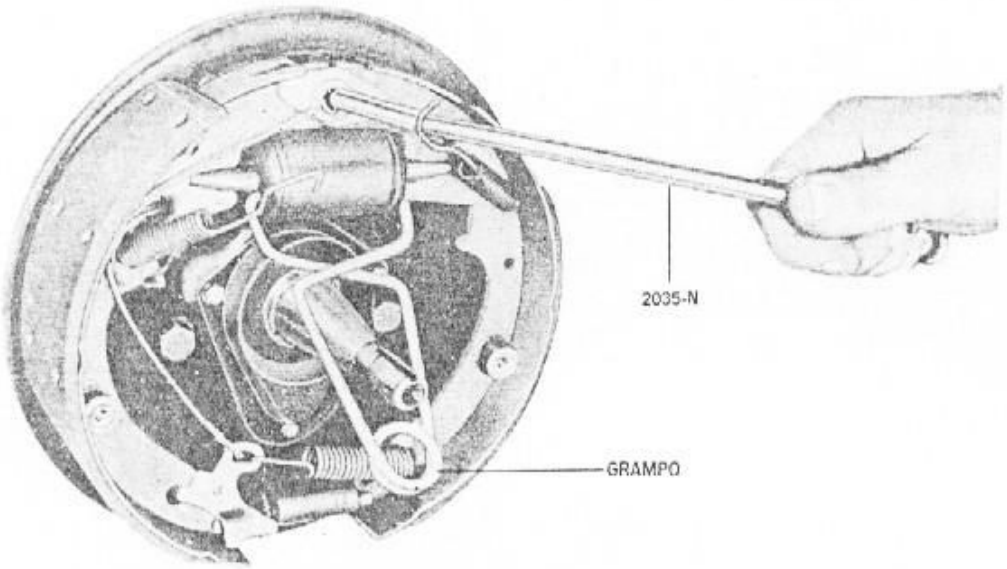

fig. 7 — instalação da mola de retração
6. Com o auxílio da ferramenta nº 2035-N, instalar a mola de retração da sapata primária à âncora. (fig. 7)